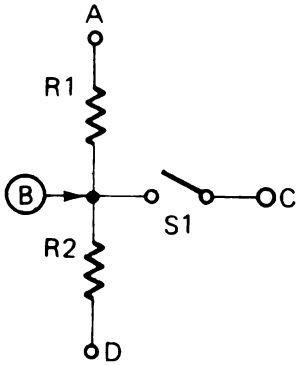

Figura 10
22. Riferitevi alla Figura 10. R_1 = 500Ω, R_2 = 1,5 KΩ, A = +4V, C = –4V, D = –12V. Quant'è la tensione misurata in "B" quando S_1 è aperto e quando è chiuso?